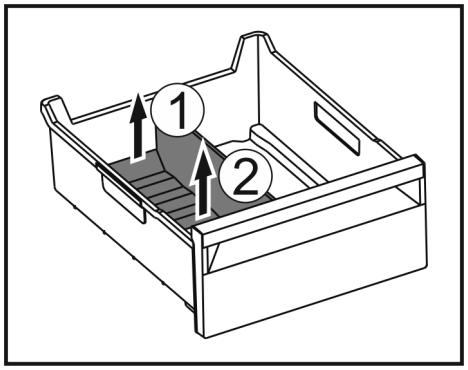

Fig. 149
▶ Ridicați partea posterioară a separatorului pentru compartimentul de gheață. *Fig. 149 (1)*
▶ Scoateți separatorul pentru compartimentul de gheață în sus. *Fig. 149 (2)*